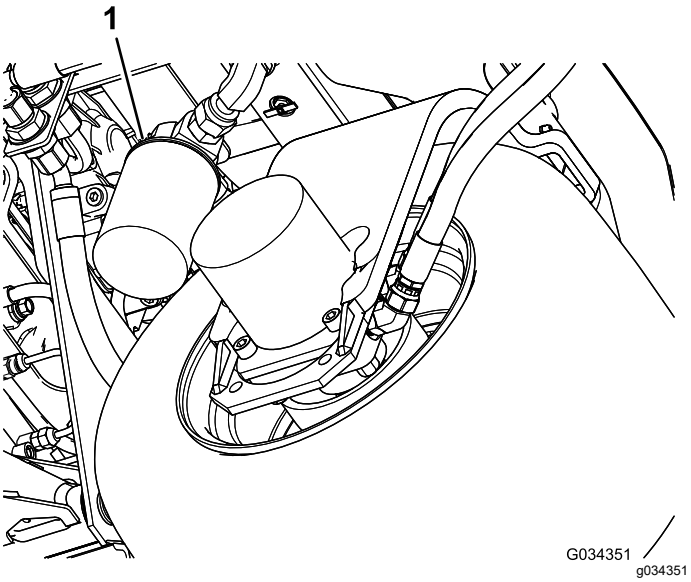

Figur 77
2. Rengör runt området där filtret ska monteras. Placera ett avtappningskärl under filtret (Figur 77) och avlägsna filtret.